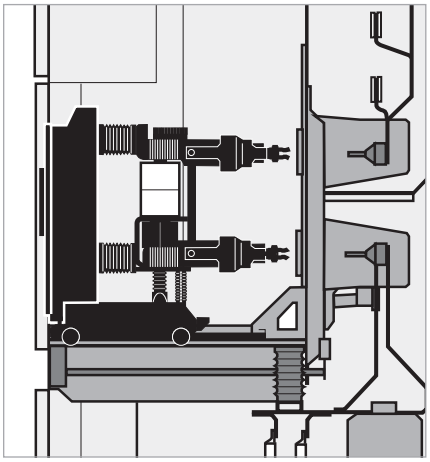

Fig. 40
3. Vérifiez la position du module pont de barres (Fig. 40) à travers la trappe d'inspection.